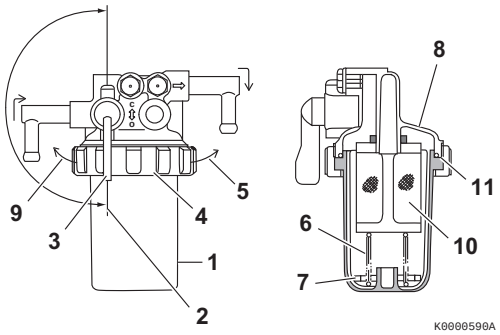

Figure 17
1. Position an approved container under the cup **(Figure 17, (1))** of the water separator to collect the contaminants.
2. Close **(Figure 17, (2))** the fuel valve **(Figure 17, (3))**.
3. Turn the retaining ring **(Figure 17, (4))** to the left **(Figure 17, (9))**.
4. Carefully remove the cup **(Figure 17, (1))**. Remove the retaining spring **(Figure 17, (6))** and float **(Figure 17, (7))** from the cup. Pour the fuel into an approved container and dispose of waste properly. Hold the bottom of the cup with a shop towel to prevent the fuel from dripping. Wipe up any spills immediately.
5. Remove the element by pulling it down **(Figure 17, (10))**.
8. Inspect condition of the O-ring **(Figure 17, (11))**. Replace if necessary.
9. Put the float **(Figure 17, (7))** and retaining spring **(Figure 17, (6))** inside the cup.
10. Install the cup to the mounting flange **(Figure 17, (8))** and turn the retaining ring **(Figure 17, (4))** to the right **(Figure 17, (5))**. Hand-tighten only.
11. Open the fuel valve **(Figure 17, (3))**.